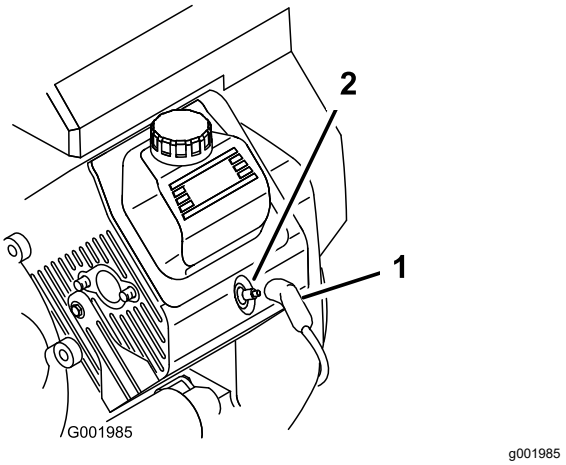

Figur 45
3. Træk ledningerne af tændrørene (Figur 45).
3. Sæt ledningerne på tændrørene (Figur 45).